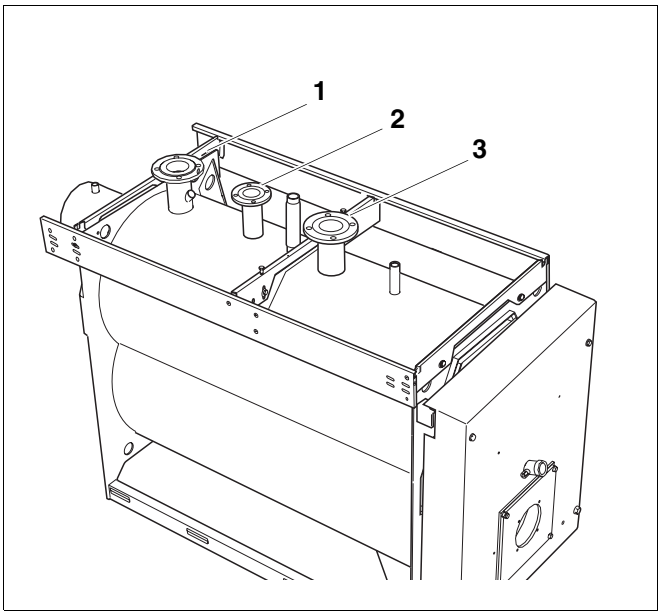

Fig. 20 Caldaia Logano S735
- Collegare il ritorno del sistema di riscaldamento all'attacco del ritorno della caldaia (fig. 20, **pos. 3**).